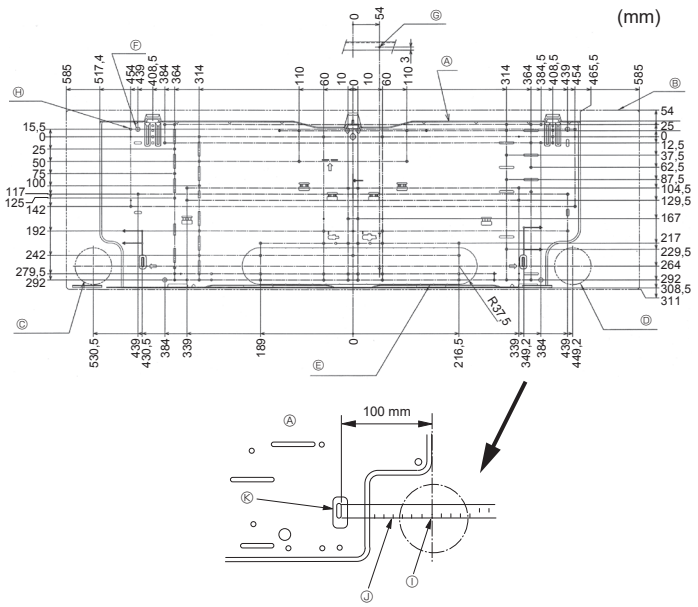

Fig. 3-2
①	Monteringspanel	1	Fäst på enhetens baksida
②	Tappskruv 4 × 25	7
③	Filttejp	2
④	L-format anslutningsrör	1
⑤	Påfyllningsmutter	1
⑥ *	Fjärrkontroll	1
⑦ *	Hållare för fjärrkontroll	1
⑧ *	Alkalibatteri (storlek AAA)	2
⑨ *	Tappskruv 3,5 × 16	2
⑩	Distansbricka	1	Använd förpackningsmaterialet
3.2. Installering av väggfästet (Fig. 3-2)